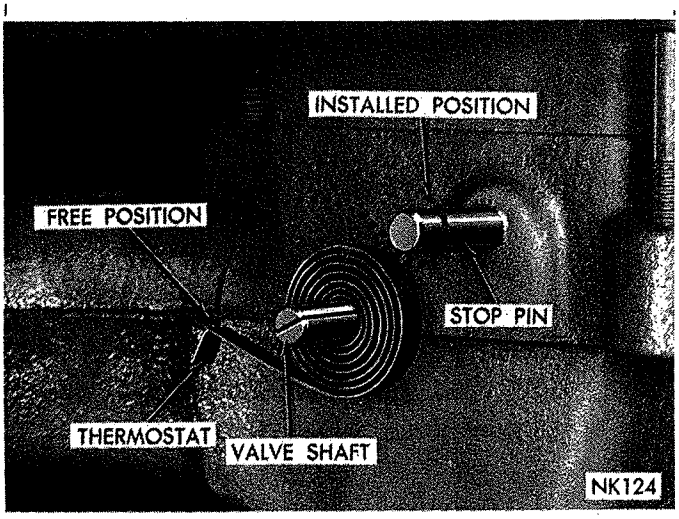
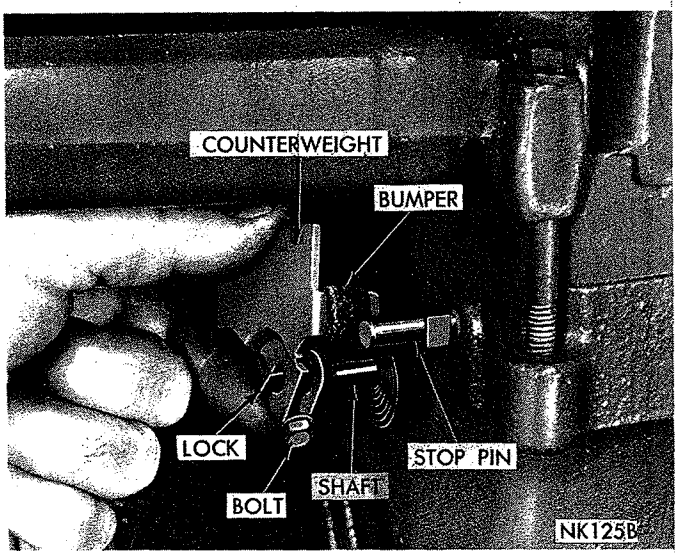

*Fig. 18—Installing Thermostat (170 and 225 Cu. In. Engines)*
*Fig. 19—Installing Counterweight (170 and 225 Cu. In. Engines)*
(1) Place shaft in the extreme **clockwise** position. Place a new thermostat in shaft slot (Fig. 18) and position it with outer end in lower left hand position.
(2) Wrap outer end of thermostat **clockwise** and engage it under stop pin.
(3) Place counterweight on shaft, with shield in the upward position and insert lock in shaft slot (Fig. 19).
(4) Center counterweight on shaft and turn shaft **counterclockwise** until bumper passes stop pin.
(5) Press counterweight on shaft until it is seated. Tighten clamp bolt to 50 inch-pounds with C-3380 Torque Wrench.
(6) Make sure anti-rattle spring is in place on opposite end of shaft. Test operation of valve.